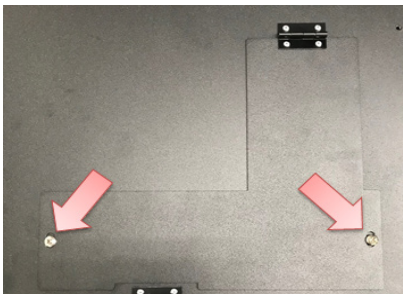

Figure 7.5
2. Remove the two screws securing the L-shaped panel (**Figure 7.5**). The panel should hinge open.